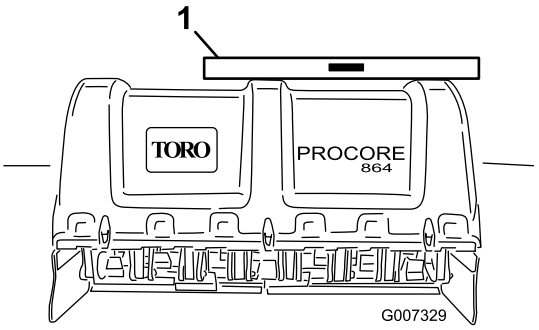

Figur 12
2. Plasser et vaterpass oppå luftemaskinens ramme for å kontrollere om den står rett fra side til side (Figur 12).